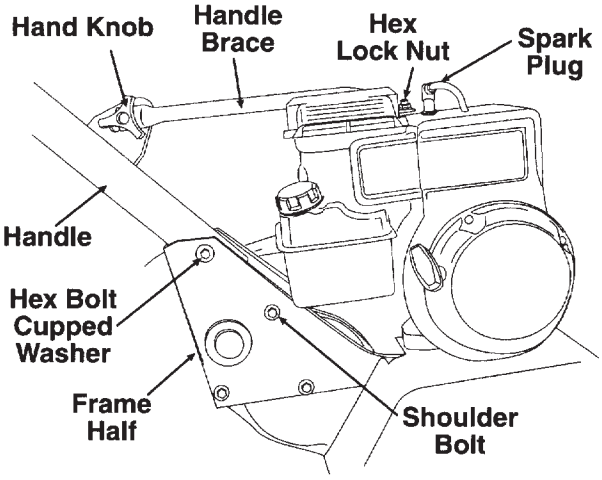

FIGURE 2.
1. Remove the hex bolt and cupped washer from the top right side of the frame halves. Hold the cable guide bracket on the left side of the frame as it will fall when the bolt is removed. **(See Figure 2)**
5. Remove the hex lock nut from on top of the engine, just behind the spark plug. Attach the curved end of the handle brace to the top of the engine, using hex lock nut just removed. Tighten securely. **(See Figure 2)**